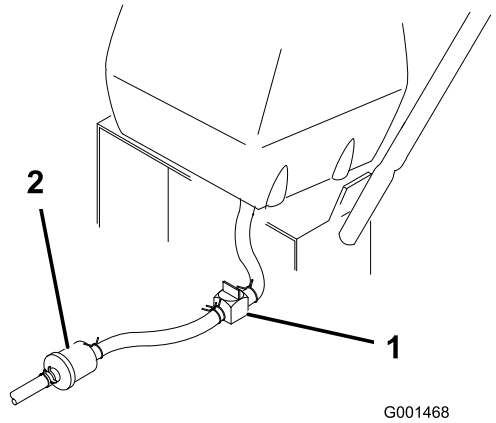

Figuur 28
2. Sluit de brandstofafsluitklep van de brandstoftank (Figuur 28).
3. Druk de uiteinden van de slangklem naar elkaar toe en schuif de slangklem over de brandstofslang van het brandstoffilter af (Figuur 28).
4. Trek de brandstofslang van het brandstoffilter (Figuur 28). Open de brandstofafsluitklep en laat de benzine in een benzinevat of een opvangbak lopen.
3. Sluit de brandstofafsluitklep op de benzinetank (Figuur 28).
7. Open de brandstofkraan op de benzinetank (Figuur 28).